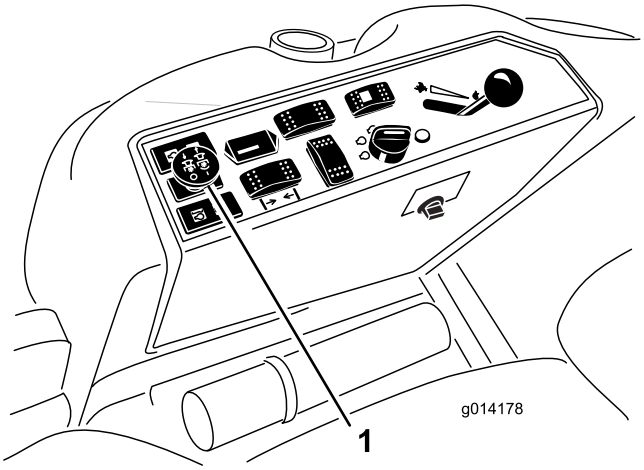

Figura 15
3. Tire del mando de la toma de fuerza para engranarla (Figura 15).